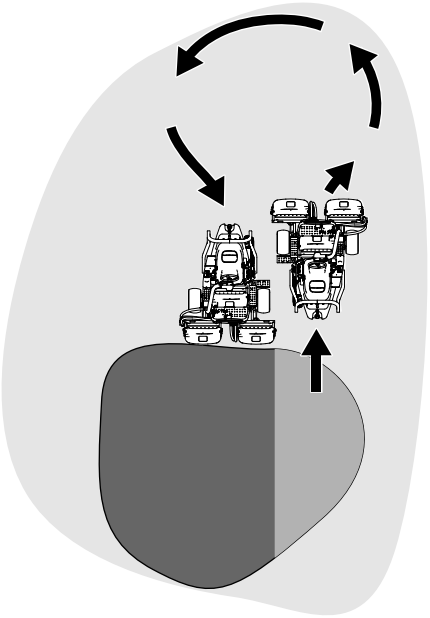

Figur 25
6. Reducer klippetiden og let trimningen for den næste bane ved kortvarigt at vende maskinen i den modsatte retning og herefter dreje i retning af den uklippede del. Denne bevægelse er en dråbeformet vending (Figur 25), så du hurtigt er klar til næste omgang.